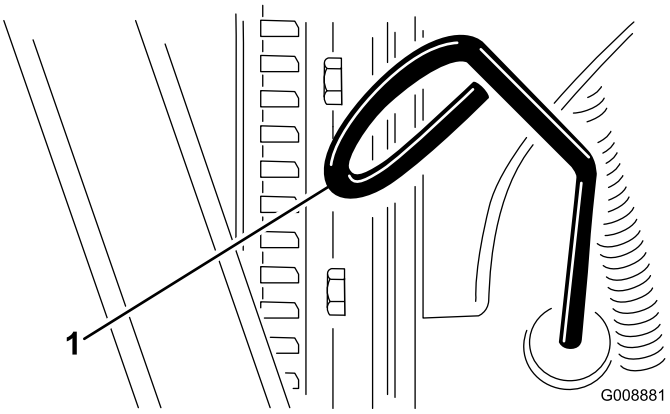

Rysunek 26
3. Wyjmij wskaźnik poziomu oleju, wytrzyj go i włóż ponownie (Rysunek 26).